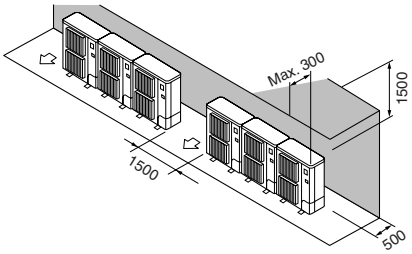

Fig. 3-12
② Obstacles uniquement à l'arrière et au-dessus (Fig. 3-12)